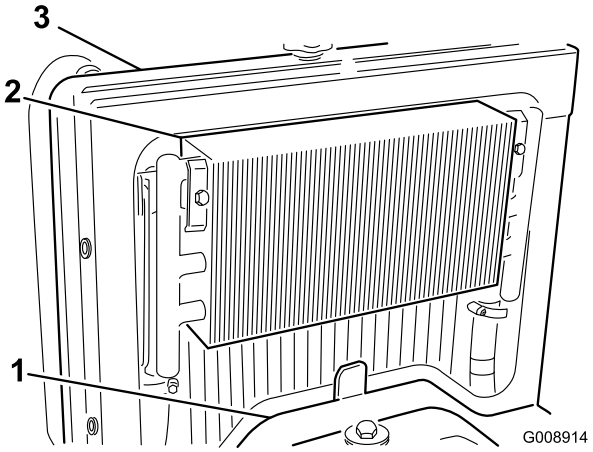

Figur 69
3. Ta bort åtkomstpanelen (Figur 69).